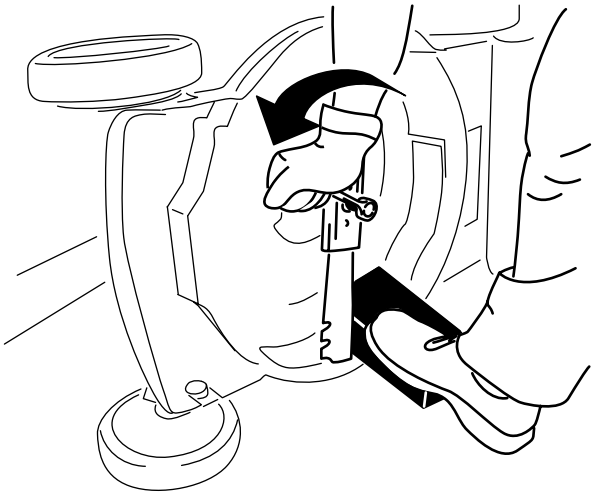

Figur 25
3. Bruk en treblokk til å holde kniven fast (Figur 25).
4. Fjern kniven, behold alle monteringsdeler (Figur 25).